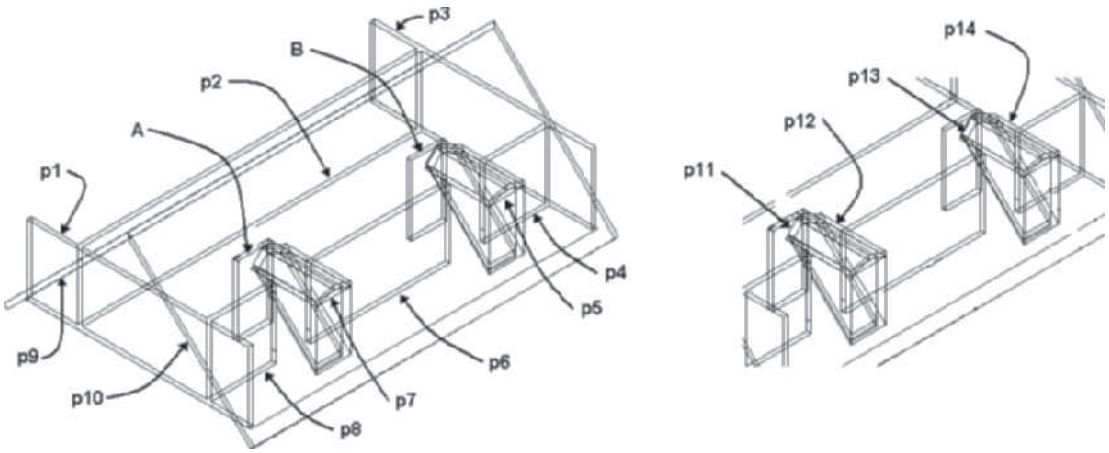

FIGURE 7.64 *Selection of walls for edit to roofline*
14. Repeat step 12 to create the dormer at the right in Figure 7.64.
15. Select walls **p1**, **p2**, **p3**, **p4**, **p6**, and **p8** as shown in Figure 7.64. Choose **Modify Roof Line** from the Roof/Floor Line command flyout of the Modify panel in the Wall contextual tab. Respond to the workspace prompts as shown below:
Select objects: *(Select roof slab at* p9 *as shown in Figure 7.64.)* 1 found
Select objects: *(Select roof slab at* p10 *as shown in Figure 7.64.)* 1 found, 2 total
16. Select the walls at **p5** and **p7** as shown in Figure 7.64, right-click, and choose **Roof/Floor Line > Modify Roof Line** from the shortcut menu. Respond to the workspace prompts as shown below:
Select objects: *(Select roof slab at* p11 *as shown in Figure 7.64.)* 1 found
Select objects: *(Select roof slab at* p12 *as shown in Figure 7.64.)* 1 found, 2 total
Select objects: *(Select roof slab at* p13 *as shown in Figure 7.64.)* 1 found, 3 total
Select objects: *(Select roof slab at* p14 *as shown in Figure 7.64.)* 1 found, 4 total
Select objects: 1 found *(Select wall* A *as shown in Figure 7.64.)*
Select objects: 1 found, 2 total *(Select wall* B *as shown in Figure 7.64.)*